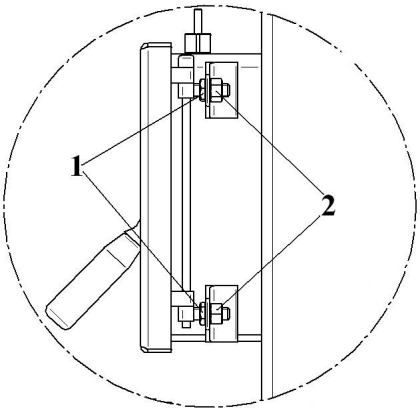

fig.23
- se strănge piuliţa **2** după care se strănge contrapiuliţa **1** (fig. 23)